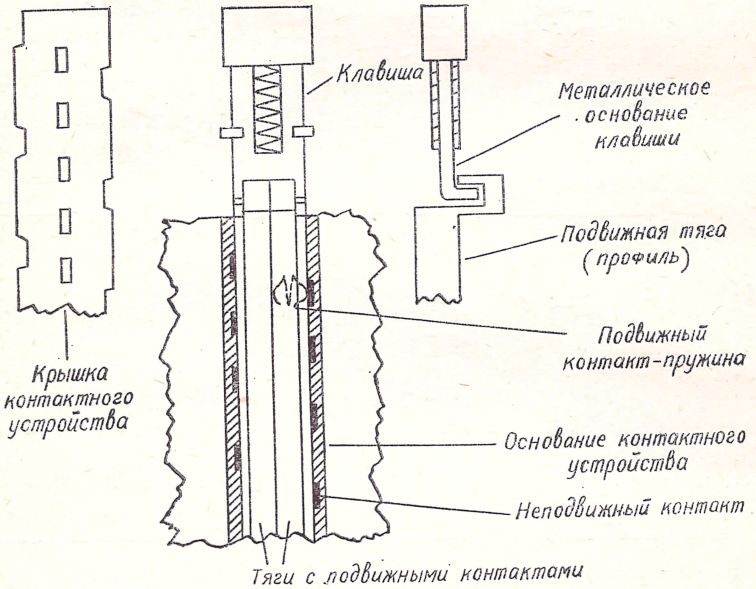

Рис. 3.29. Клавишный переключатель диапазонов в положении, когда клавиша нажата
2. Нарушен контакт в контактной гребенке данного диапазона	Извлечь плату контуров неработающего диапазона и установить ее на место платы любого другого работающего диапазона. Если после этого прием в данном диапазоне возобновится, то неисправность следует искать в контактном устройстве неработающего диапазона. Ремонт контактного устройства заключается в: 1) извлечении запорной планки, имеющей прорези для ножей платы контуров, и двух подвижных тяг с пружинными контактами (рис. 3.29); 2) регулировке подвижных пружинных контактов, находящихся в двух подвижных тягах [2]